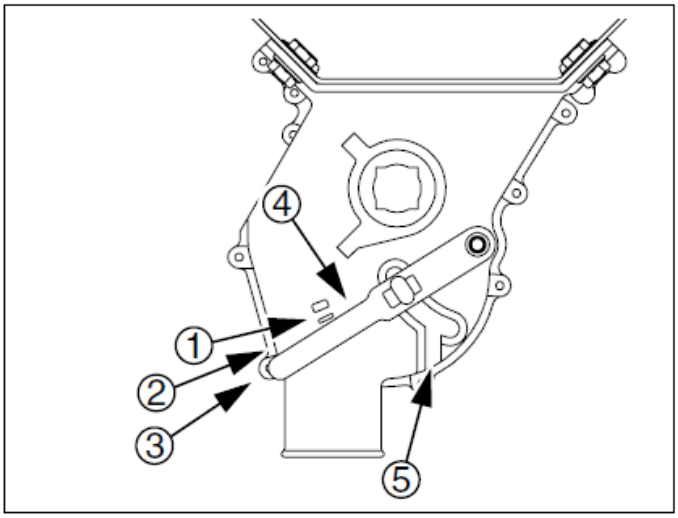

Рис. 61
См. Рис. 61, на котором лоток высевающего аппарата находится в положении (3).